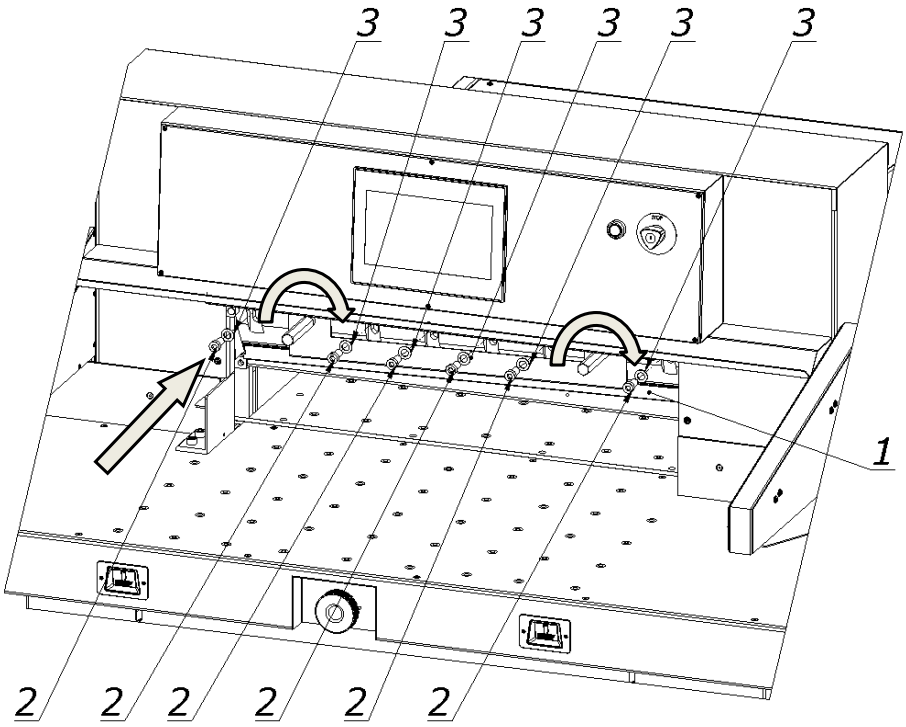

Figure 33.
5. Pre-attach the knife to the knife bar by turning both transport handles 1 firmly to the right (Fig. 33).
6. Screw in fixing screws 2 together with washers 3 (Fig. 33).
8. Slightly loosen the first fixing screw 2 on the left side of the knife (Fig. 33), making sure that the screw head does not protrude above the sliding surface of the knife bar.
21. **Tighten the first fixing screw on the left side of the knife. 2 (Fig. 33).**